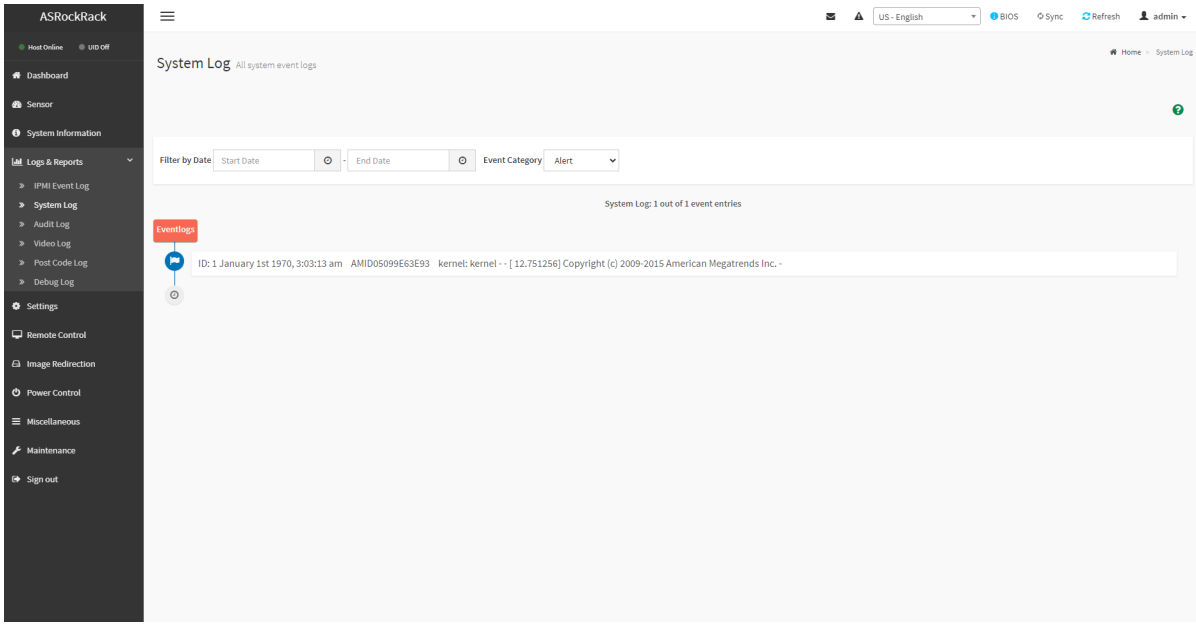

Рис. 107. Окно «System Log»
3) Пройдите во вкладку «Logs & Reports» → «System Log» в данной вкладке отображается информация о различных системных событиях произошедших в сервере. В поле «Filter by Date» произведите фильтрацию по дате начала события «Start Date», в поле «End Date» произведите фильтрацию по дате окончания события. В поле «Event Category» произведите фильтрацию по типу произошедшего целевого события для просмотра связанных событий, включая предупреждения, критические события, ошибки, уведомления, предупреждения, отладки, аварийные ситуации и информацию. Окно показано на рис. 107 Окно «System Log»